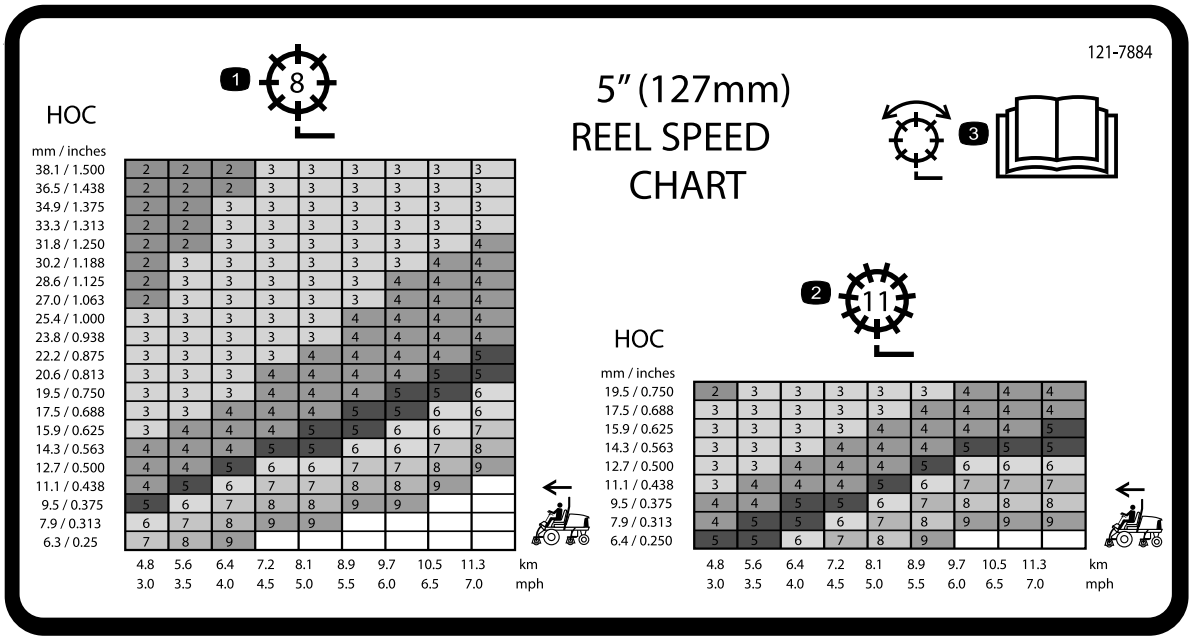
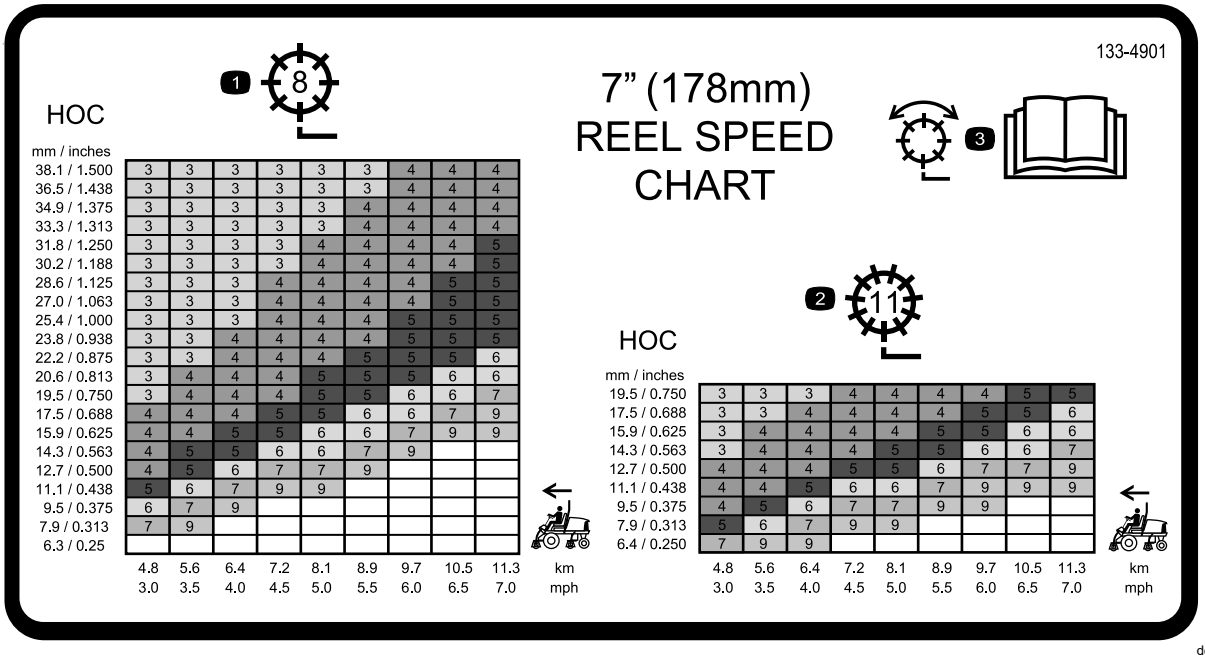

Figur 30
Figur 31
3. Brug oversigten over knivcylindernes hastighed på mærkaterne (Figur 30 og Figur 31) for at finde den rigtige knivcylinderindstilling.